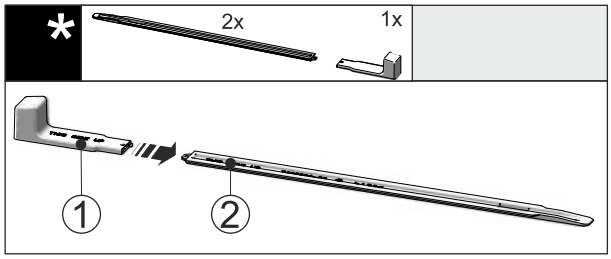

Fig. 47
▶ Steek de montagegreep *Fig. 47 (1)* op de nivelleerrail *Fig. 47 (2)*.